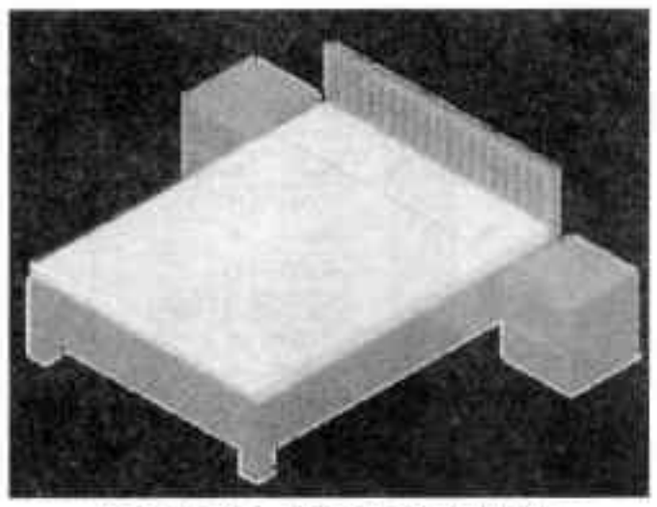

图14-76 赋予床头柜模型
Step23 再将该材质赋予至床头柜模型上，单击“渲染区域”命令，对其渲染，结果如图 14-76 所示。